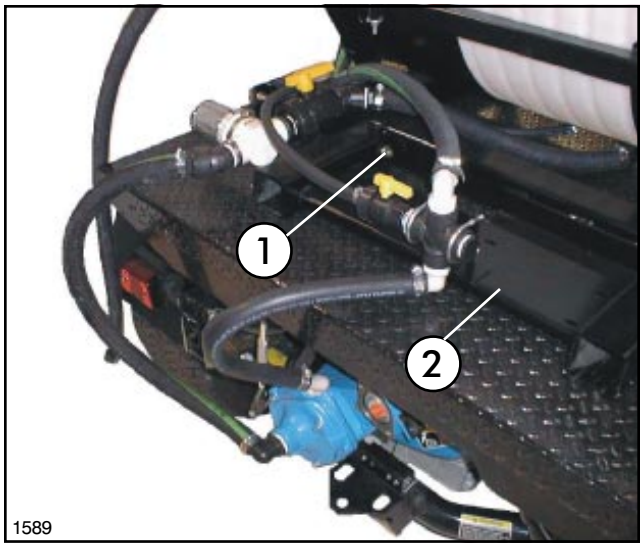

FIG. 3
10. Slide the Pump Base on to the mount tubes on the rear of the Saddle Assembly. Secure using (2) 1/2" x 3-1/2" cap screws and flange nuts. See FIG. 3.